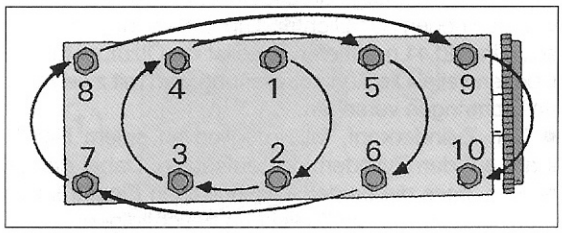

Bild 88
- Die Zylinderkopfdichtung auflegen und den Zylinderkopf drüber setzen. Die Schrauben werden jetzt unter Bezug auf Bild 88 angezogen.